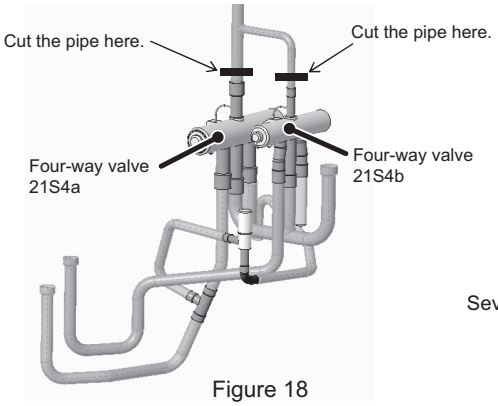

Figure 18
(18) To make it easier to connect four-way valves (21S4a and 21S4b), cut the pipes above four-way valves (21S4a and 21S4b) with a pipe cutter. Cut the pipe with an expanded end that is included with the check valve block assembly to the same length as the pipe that was removed from the on-site pipe. (See Figure 18.)